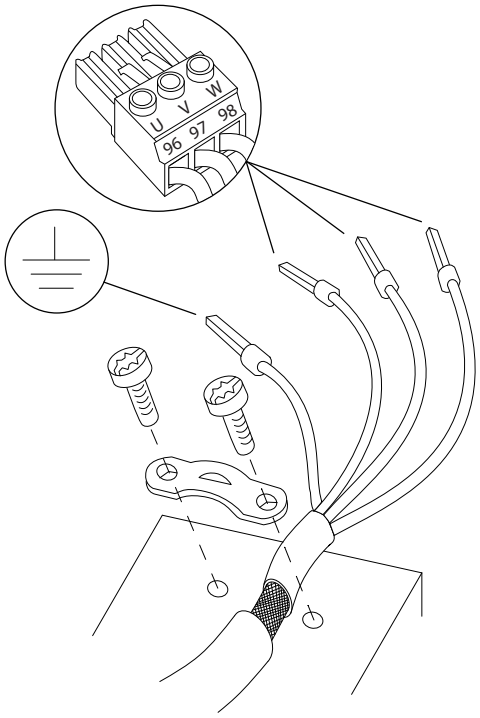

图 4.5 电机连接
3. 按照 *章 4.3 接地*中提供的接地说明将接地线连接到最近的接地端。请参阅 *图 4.5*。
4. 将三相电机线路连接到端子 96 (U)、97 (V) 和 98 (W) 上，如 *图 4.5*所示。